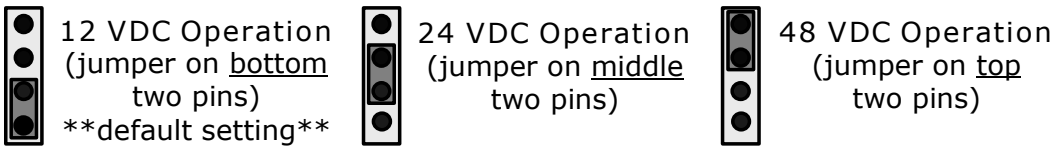

Figure 3-2, DC Voltage Settings
2. Before re-connecting the 8-pin terminal block to the AGS, use a multimeter to verify the correct polarity and to ensure that the voltage to Terminals 3 (+) and 4 (–) is correct according to the position of the DC input jumper (refer to Figure 3-2).